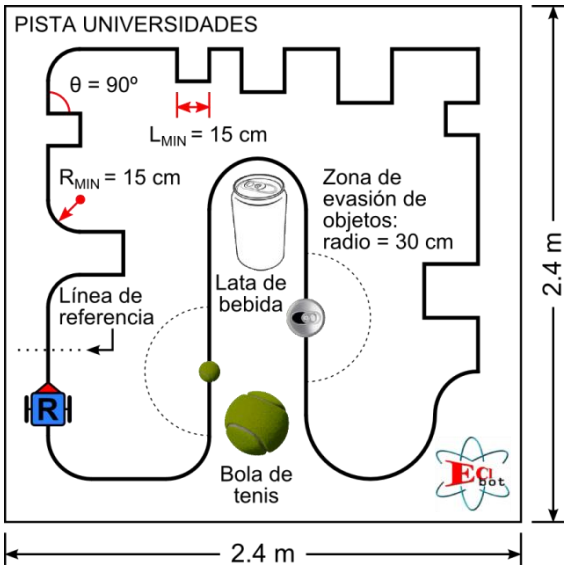

Figura 3. Pista ejemplo de seguidor de línea categoría universidades.
- El recorrido incluirá ángulos rectos y curvas. La longitud mínima de las rectas es de 15 cm. El radio mínimo de las curvas es de 15 cm. Todos los ángulos son de 90º (Figura 3).
- Deberá enviarse la hoja técnica del robot ocho (8) días antes de la competencia. Al final de este documento aparecen los aspectos a incluir en esta hoja técnica. Sin este requisito el robot no podrá participar.